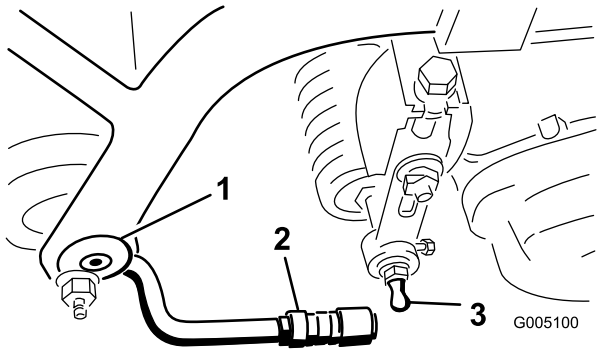

Figur 9
2. Montera en bricka och en kultapp i varje ände av klippenheternas främre rulle (Figur 9).
4. Skjut hylsan bakåt på kulleden och vrid dragarmen nedåt så att hylsbeslaget kan föras över kultappen. Släpp hylsan så att den glider över tappen och låser ihop enheterna (Figur 9).